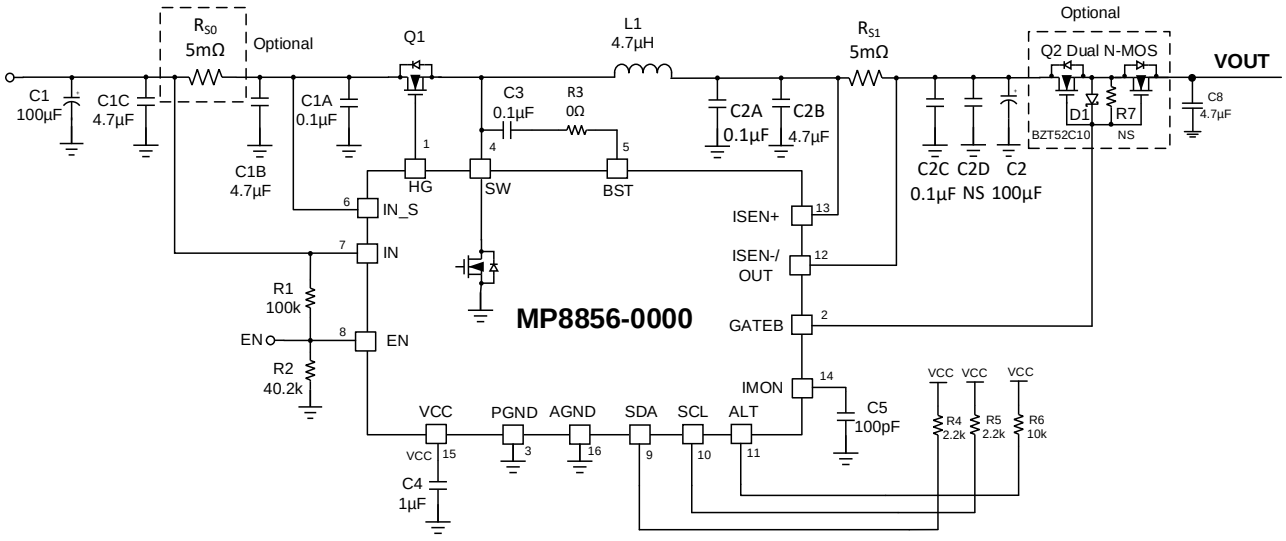

Figure 8: Typical Application Circuit (V_{IN} = 4V-36V, V_{OUT} = 3.3V-21V, 5.1V default, I_{OUT} = 5A, f_{SW}=450kHz)
9) The recommended layout is based on the typical application circuit (see Figure 8).